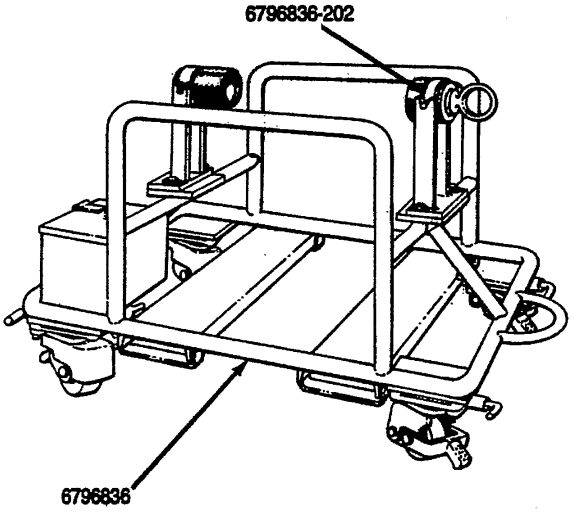

Figure 17. 6796836 Turbine Rotor Transportation and Storage Stand
g. Attach 6796836-202 adapter (figure 17) on rear of turbine rotor shaft.
h. Lower turbine rotor into 6796836 turbine transportation and storage stand (figure 17).